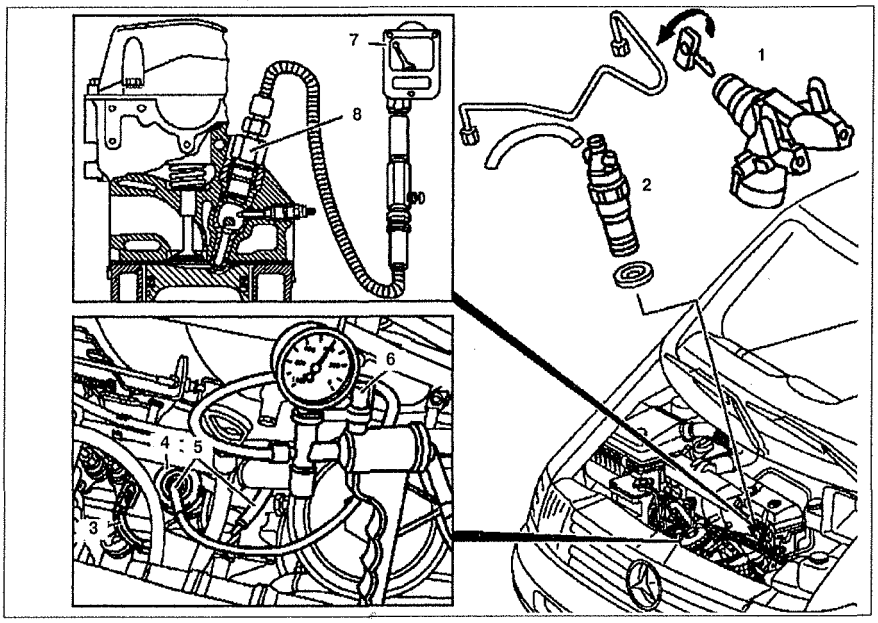

Рис. 4.62. Проверка компрессии двигателя:
4. Присоедините компрессометр **7** (см.рис.4.62).